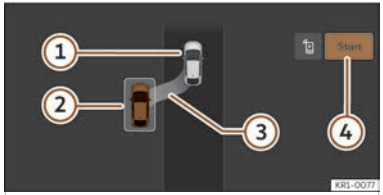
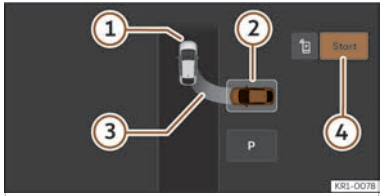

Fig. 137 On the infotainment system display: parallel parking position.
Fig. 138 On the infotainment system display: parking bay parking position.
››› Fig. 137, ››› Fig. 138
① Your vehicle
② Parking space detected
③ Indication showing the proposed parking manoeuvre
④ Start parking manoeuvre
- Look at the display on the infotainment system's screen to see if the space has been detected as “appropriate” and if the correct position for parking has been reached ››› Fig. 137, ››› Fig. 138. Stop the vehicle and follow the instructions shown on the infotainment screen.
- Stop the vehicle, press the brake and, after a short pause, press the **Start** ④ button in the infotainment system.